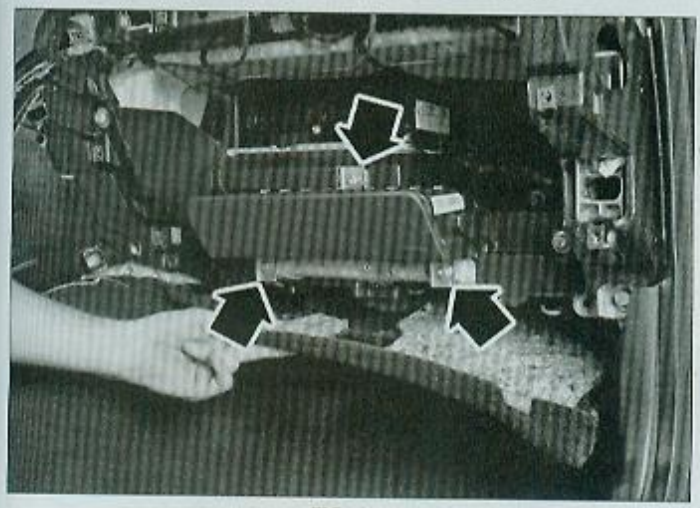

FIG. 27
• Du côté passager, déposer la garniture sous la planche de bord également maintenu par 2 écrous plastique (Fig.27).